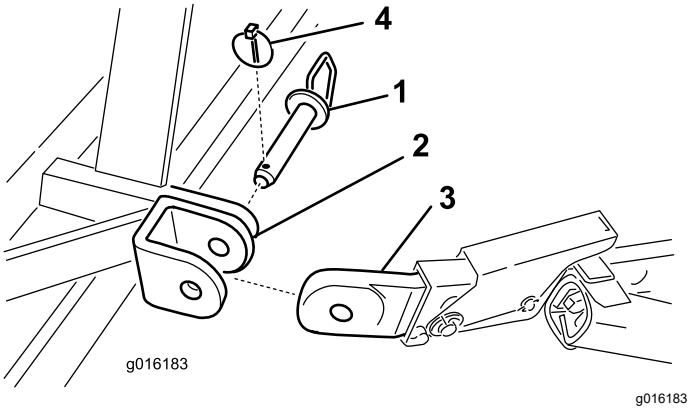

Bild 4
5. Befestigen Sie die Unterlenkerarme mit Anbauvorrichtungsstiften und Klappsteckern an der Befestigungshalterung am Aerifizierer (Bild 4).